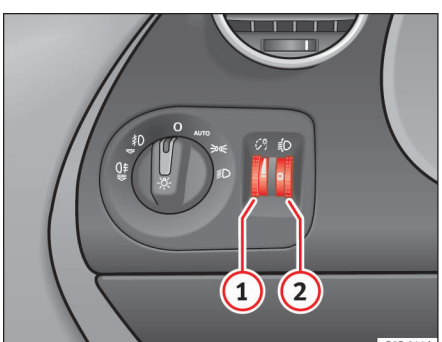

Fig. 73 Instrumentpanel: indstillingshjul til instrument-/kontaktlys og lyslængderegulering ▶
Når lyset er tændt, kan lysstyrken på instrument- og kontaktlyset reguleres trinløst ved at dreje på indstillingshjulet ⇒ side 110, fig. 73 (1).